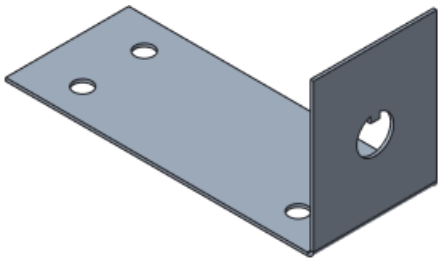

Figure 14-114 *Model with the* ***Extruded cut*** *feature*
3. Extrude the sketch through all faces of the model to create the cut feature, as shown in Figure 14-114.